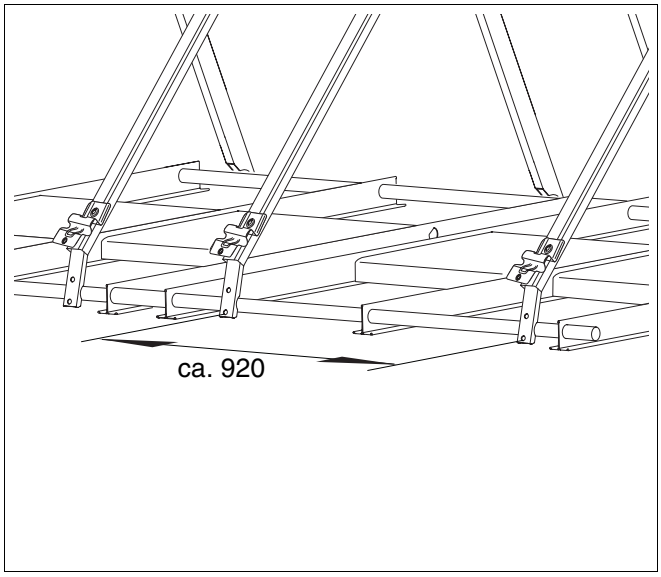

Afb. 33 Afstand van de collectorsteunen (maten in mm)
- Meet die afstand aan de voeten van de steun (afb. 33).